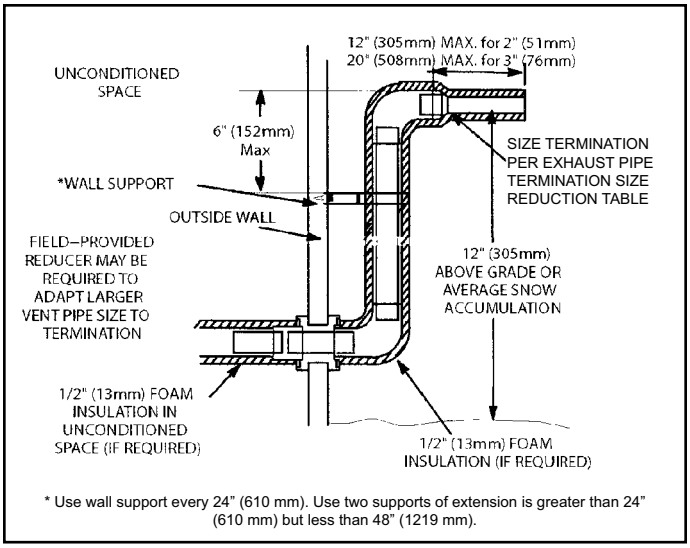

Figure 47. Non-Direct Vent Field Supplied Wall Termination Extermination
3. If exhaust piping must be run up a sidewall to position above snow accumulation or other obstructions, piping must be supported every 24” (610 mm) as shown in Figure 47. When exhaust piping must be run up an outside wall, any reduction in exhaust pipe size must be done after the final elbow.